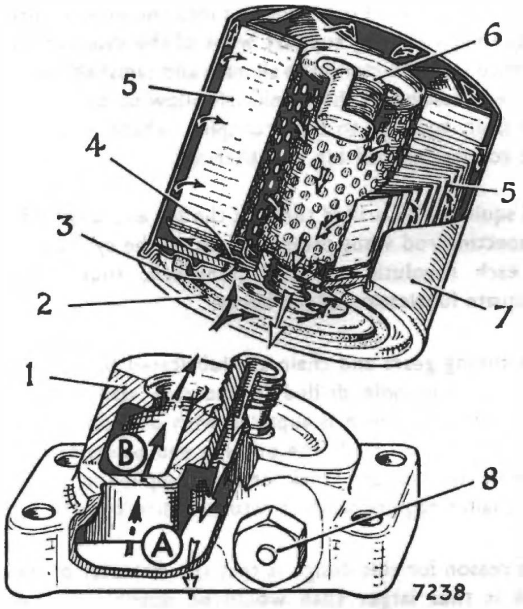

Fig. 9. *Throw away type oil filter—internal details.*
FULL FLOW OIL FILTER—see Fig. 9
Oil from the engine oil pump enters compartment "B" in the filter adaptor (1) and passes through eight port holes into the filter body. All oil entering the filter passes through the filter cartridge from the outside to the centre as shown in Fig. 9 and thence through the screwed spigot to compartment "A" in the adaptor casting. From here it enters the engine main oil gallery.
By-pass valve—see Fig. 9
A by-pass valve (6) is fitted inside the throw away filter unit and forms part of this assembly as shown in Fig. 9.
To remove—see Figs. 9 & 11